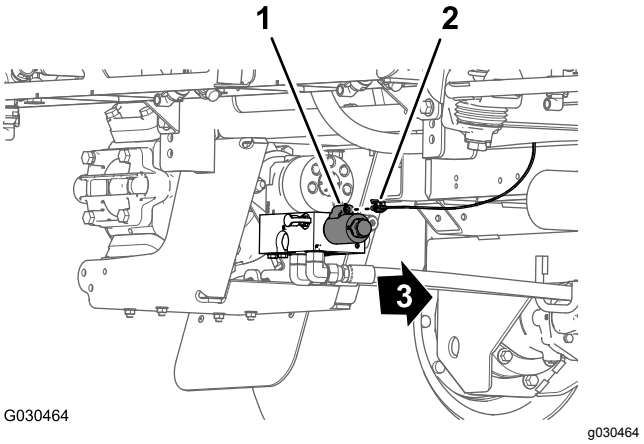

Figuur 40
5. Aan de achterkant van de machine, aan de binnenzijde van de spuitpomp, koppelt u de connector met 2 contacten van de achterste hoofdkabelboom af van de stekker met 2 pinnen van het pomprelais (Figuur 40).